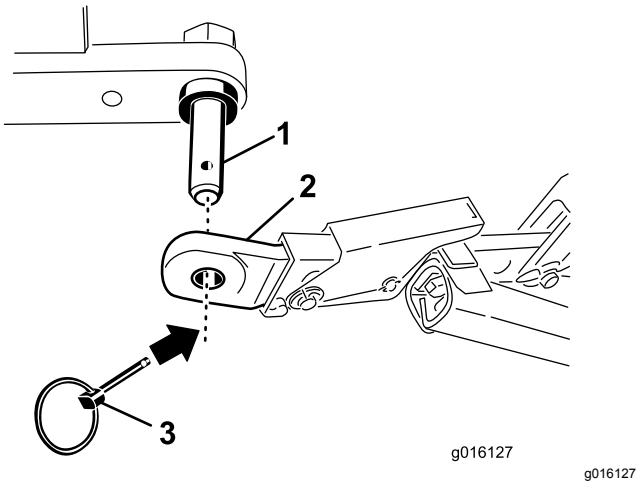

Figuur 3
4. Bevestig de onderste verbindingsarmen met lynchpennen op de montagepennen van de beluchter (Figuur 3).